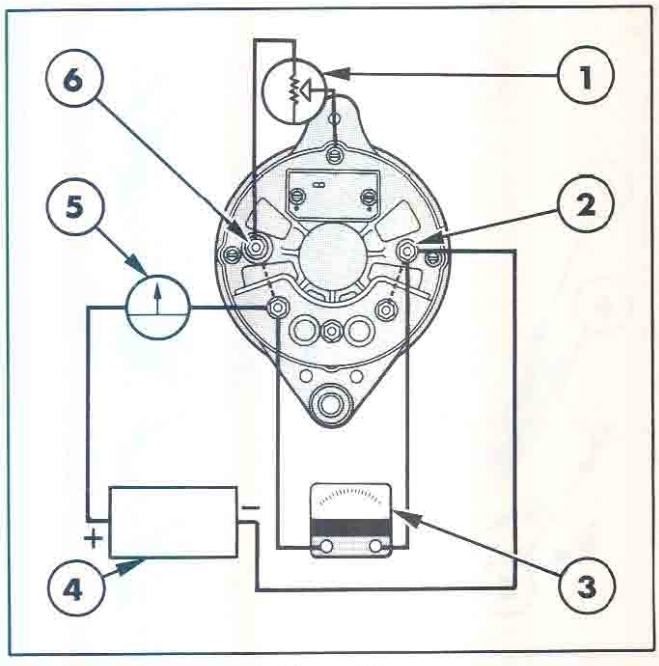

Figure 62
3. Connect the circuit leads as shown in Figure 62.